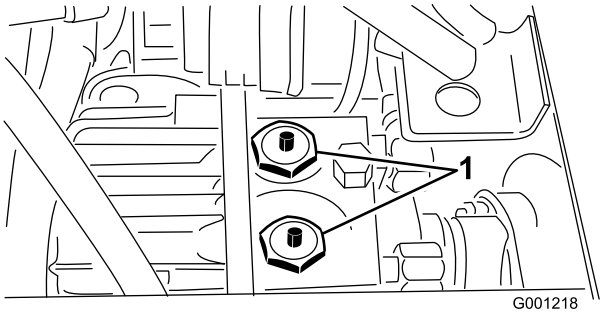

**Figur 33**
2. Tryck på och håll ned sprintarna som finns i mitten av de två backventilerna ovanpå transmissionen (Figur 33) medan du knuffar eller bogserar maskinen. I Figur 33 är sätet och sätets fästplatta borttagna.